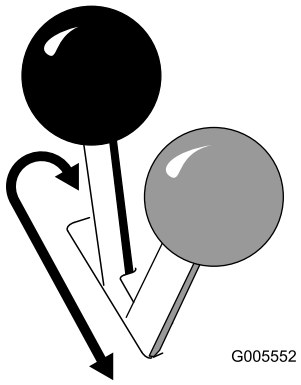

Figur 13
- Koppla in parkeringsbromsen genom att trycka bromsspaken framåt och till vänster och sedan dra den bakåt (Figur 13).
- Släpp bromsen genom att trycka spaken framåt och sedan till höger, in i skåran (Figur 13).